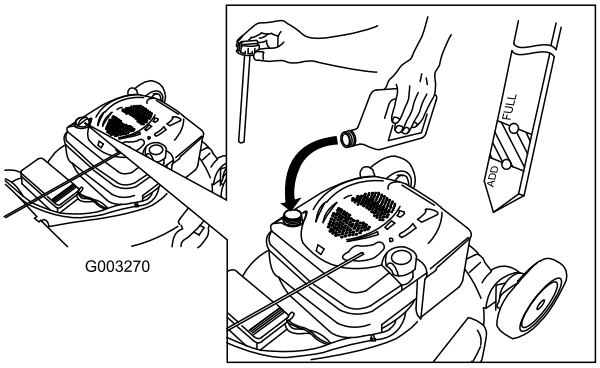

Figur 38
12. Tag målepinden ud, og kontroller oliestanden på målepinden; se Figur 38.